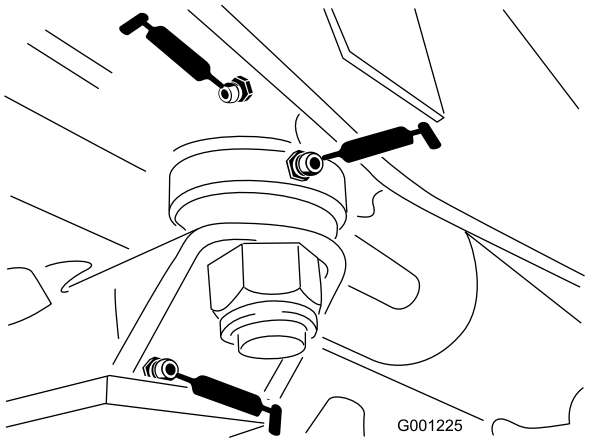

**Figur 42**
- Styrepladebøsninger (Figur 42)
- Akselstiftsbøsning (Figur 42)